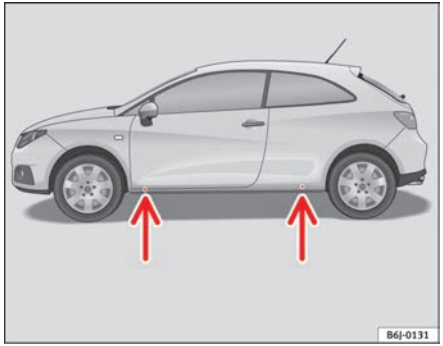

Fig. 136 The jacking points
– Locate the jacking point under the door sill closest to the wheel to be changed ⇒ fig. 136.
Recesses at the front and rear of the door sills mark the jacking points ⇒ fig. 136. A position has been made for each wheel. Do not fit the jack anywhere else.